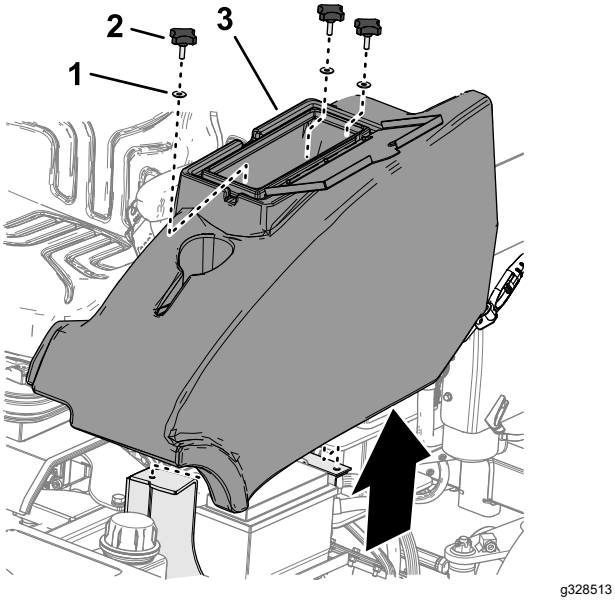

Figur 47
1. På venstre side, åpne døren til oppbevaringsrommet (Figur 47).
2. Fjern de tre knottene og tre skivene som fester oppbevaringsromdekselet til maskinen, og fjern oppbevaringsrommet (Figur 47).